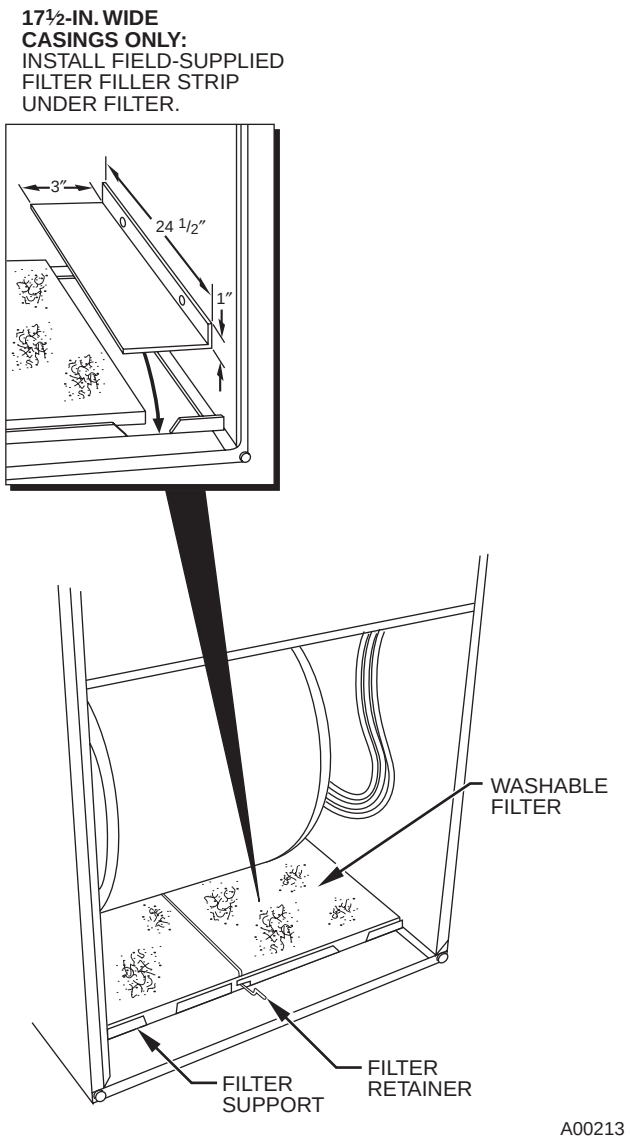

**Fig. 24—Bottom Filter Arrangement**
**NOTE:** Side return-air openings can ONLY be used in UPFLOW configurations. Install filter(s) as shown in Fig. 23. Bottom return-air opening may be used with all 4 orientations. Filter may need to be cut to fit some furnace widths. Install filter as shown in Fig. 24.